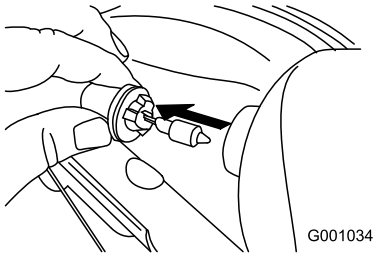

Bild 57
3. Nehmen Sie die Glühbirne hinten am Scheinwerfer gerade heraus (Bild 57).